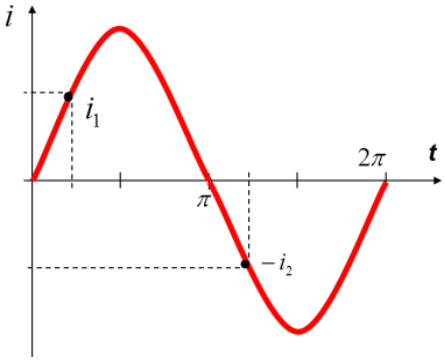

рис.4
5. *Мгновенные значения тока i, напряжения u, эдс e* (рис.4) - значения этих величин в любой момент времени. Изменяются по синусоидальному закону: